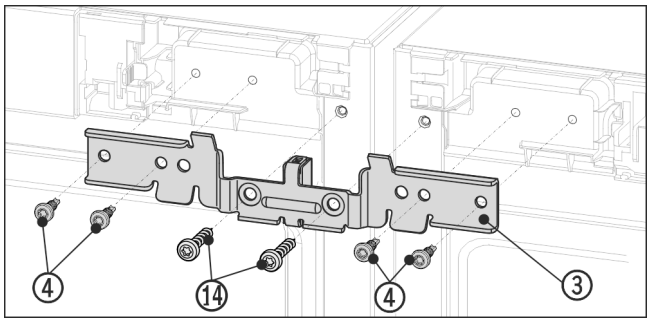

Fig. 13 Beispielhafte Darstellung
- ▶ Winkel *Fig. 13 (3)* mit dem Distanzstück zwischen die Geräte und auf die Zapfen schieben. Den Winkel mit vier Schrauben *Fig. 13 (4)* und den zuvor herausgeschraubten Erdungsschrauben *Fig. 13 (14)* abwechselnd rechts und links lose anschrauben.